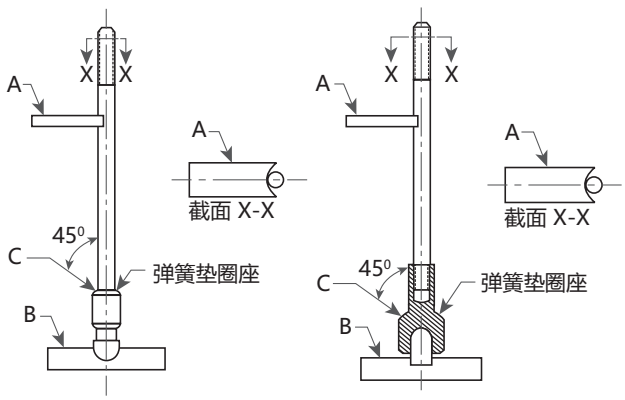

图 28: V 形块支撑设置
1. 按如下步骤设置 V 形块支撑（参见图 28）：
- 将圆头主轴放置在一块带有凹陷的材料 B 内，该材料可以使主轴 (15) 自由转动。对于中空主轴，需要一个圆头支撑。